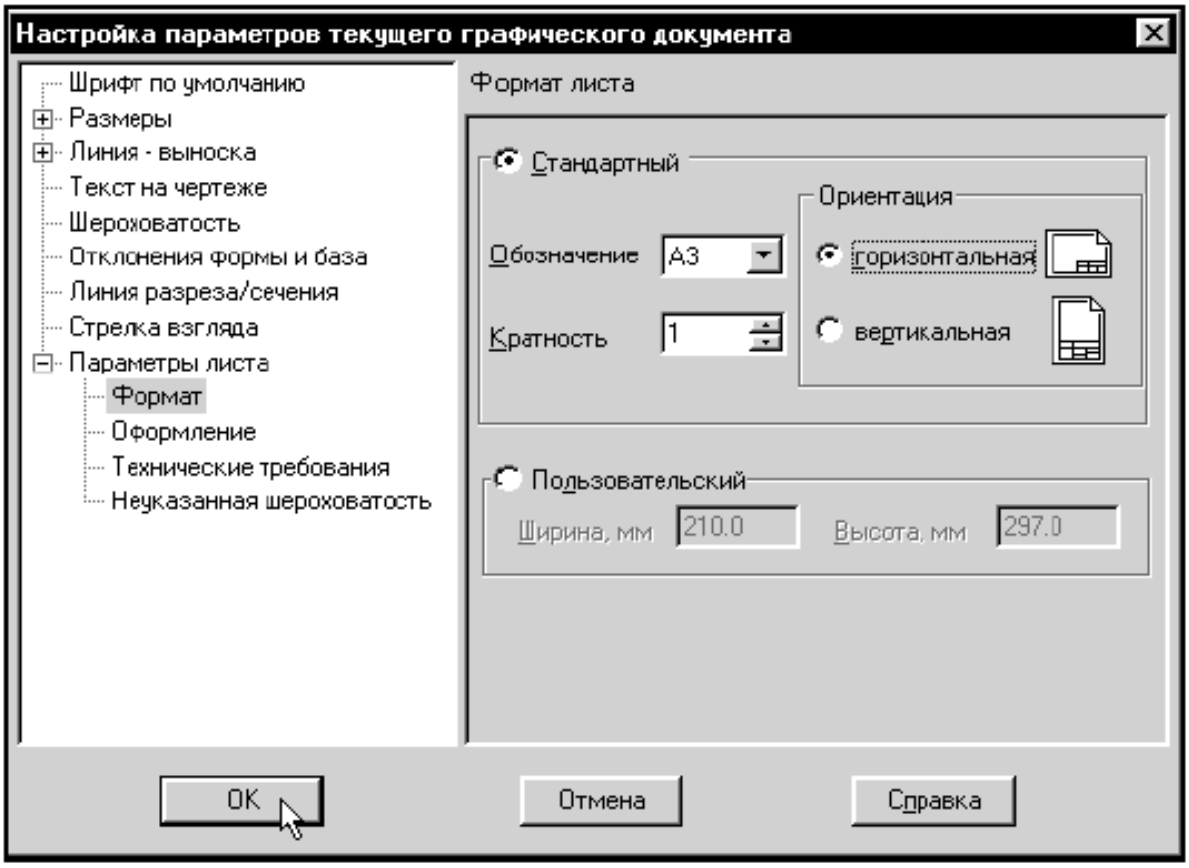

Рис. 1 Настройка параметрів листа креслення.
3.1.3 За допомогою команди ***Настройка Параметры текущего листа . Параметры листа*** зміните параметри нового листа, задавши для нього формат А3 (А4, А2, А1)і горизонтальну (вертикальну) орієнтацію (рис. 1).